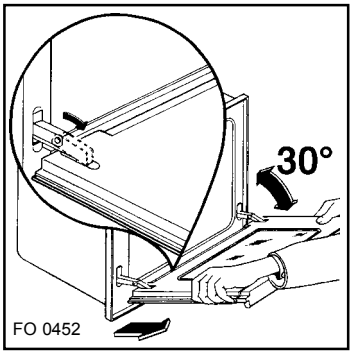

Fig. 9
- refermez la porte de façon a lui faire toucher les languettes, pousser de nouveau la porte comme si vous voulier la fermer et tirez-la vers l'extérieur en l'enlevant de son support (Fig. 9);